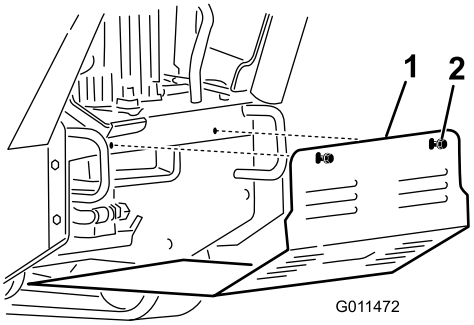

Figur 26
2. Lossa en i taget av bottenskyddets 2 skruvar tills skyddet kommer loss (Figur 26).
2. För in bottenskyddet i maskinen så att det vilar på de fyra flikarna (Figur 26).